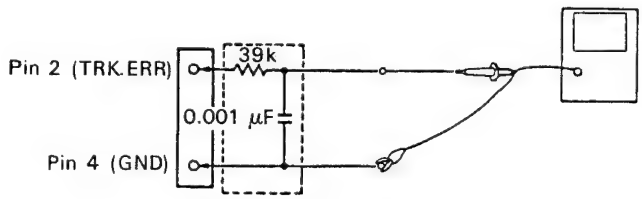

Fig. 10-10
- Load the test disc, shift the pickup to the outer periphery so that the pickup grating adjustment hole is visible from the pit surface of the disc or from the hole in the servo mechanism (see Fig. 10-10.).
- Observe the waveform output by TP1 Pin 2 TRK.ERR (tracking error) on an oscilloscope, inserting a 4 kHz low-pass filter (see Fig 10-10.).